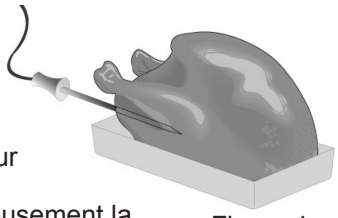

Figure 1
3. Pour la volaille entière (poulet, dinde, etc.), insérez la sonde dans la partie la plus charnue de l'entrecuisse, en dessous et parallèle à la cuisse (voir Figure 1).